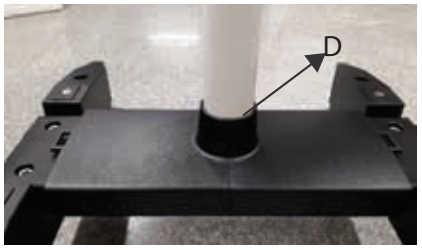

Fig. 15
7.2 Assurez-vous que lors de l'assemblage de la colonne, l'anneau D est bien fixé en place, comme indiqué sur la figure 15.